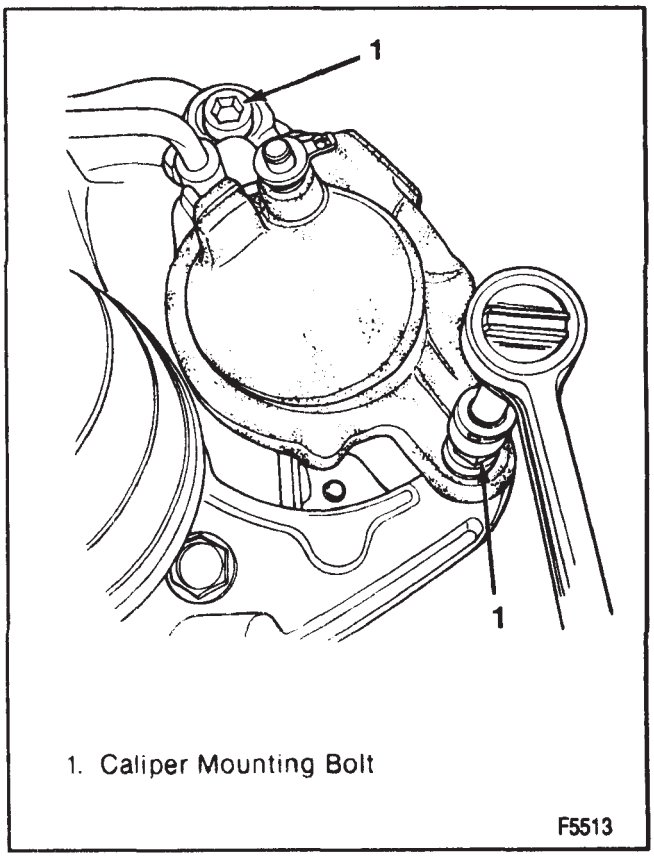

Figure 6—Removing the Mounting Bolts
7. Mounting bolts (figure 6).
8. Mounting bolts (figure 6).
10. Inboard pad (6).
3. Sleeves (2).
4. Outboard pad (7).
5. Retainer spring (5) to the inboard pad (6) (if removed).
6. Inboard pad (6).